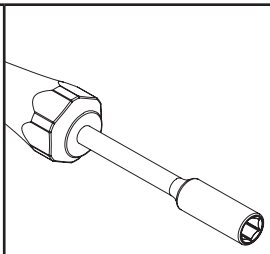
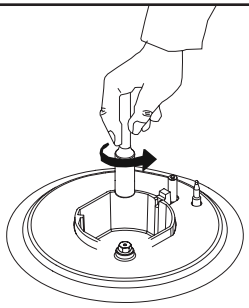

Figura 2
Figura 3
**2.** Desmonte el inyector girándolo con la ayuda de un destornillador (7 mm) con la punta como se muestra en la figura 2 (Véase la figura 3).